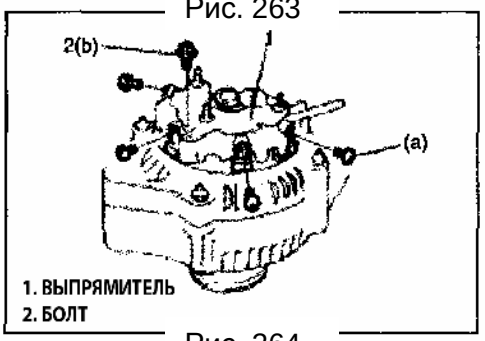

Рис. 264
10) Установите выпрямитель (Рис. 264).